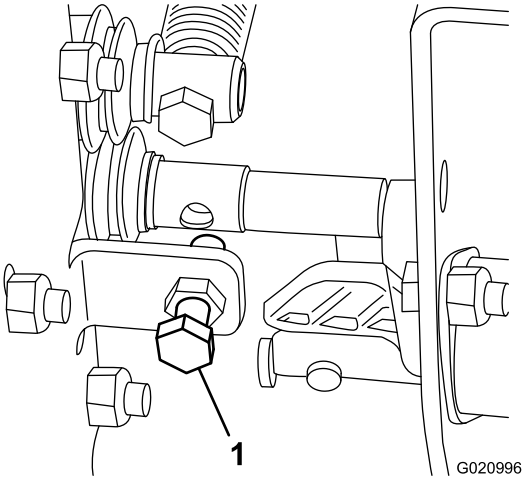

**Rysunek 24**
- Jeżeli prędkość unoszenia maszyny jest zbyt mała lub zbyt duża, należy dokonać regulacji śruby, jak pokazano na Rysunek 24.